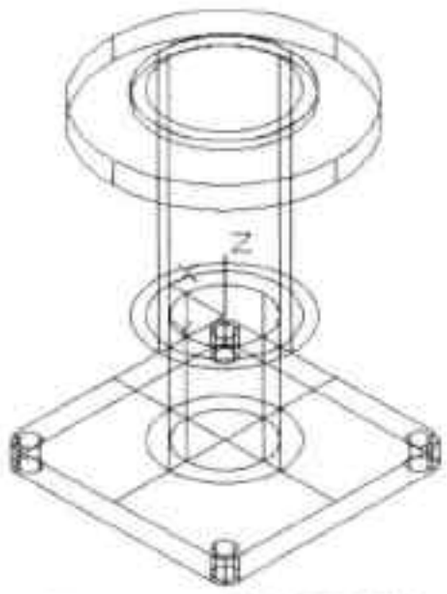

图13-60 绘制圆柱体
Step13 再次执行“圆柱体”命令，将圆心坐标设为（0，0，63），绘制直径为 80mm、高 8mm 的圆柱体，如图 13-60 所示。